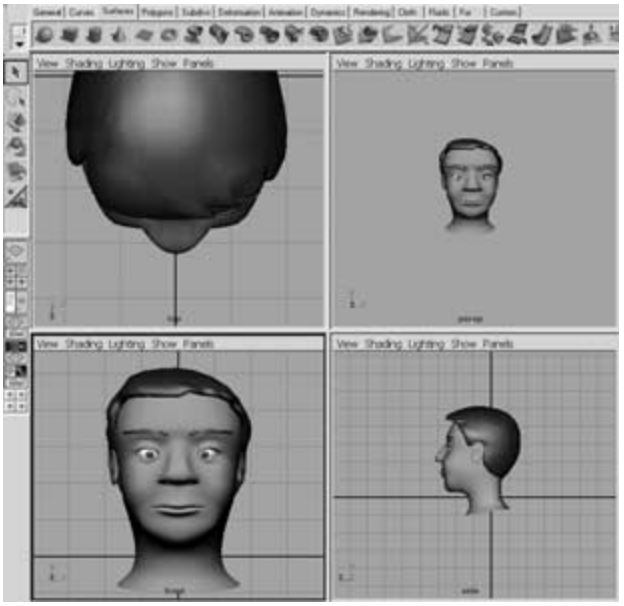

Figure 4-29
- Classic quad view (see Figure 4-29)